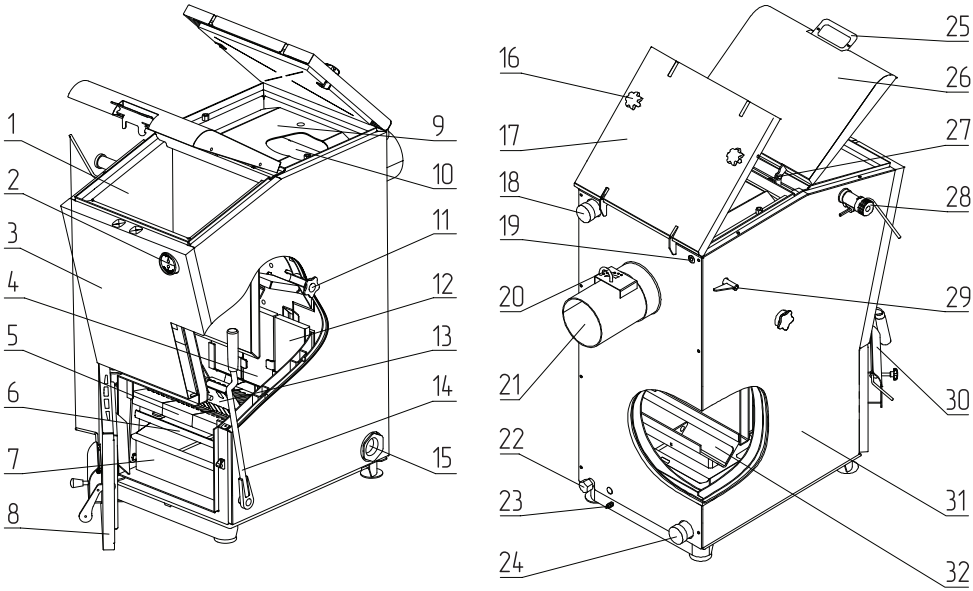

Рис.1 Устройство котла ZOTA Carbon
- Эксплуатировать котел без зольного ящика (**Рис.1, поз.7**);